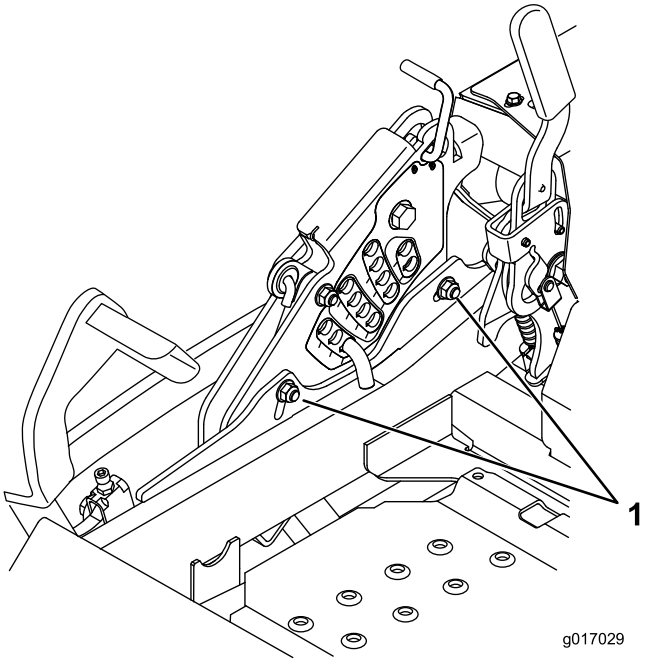

Figur 85
11. Hvis du vil justere ettrinnsjusteringsenheten, må du løsne de to boltene nederst på klippehøydeplaten. Se Figur 85.
13. Stram til de to boltene nederst på klippehøydeplaten (Figur 85). Stram til med et moment på 37–45 Nm.